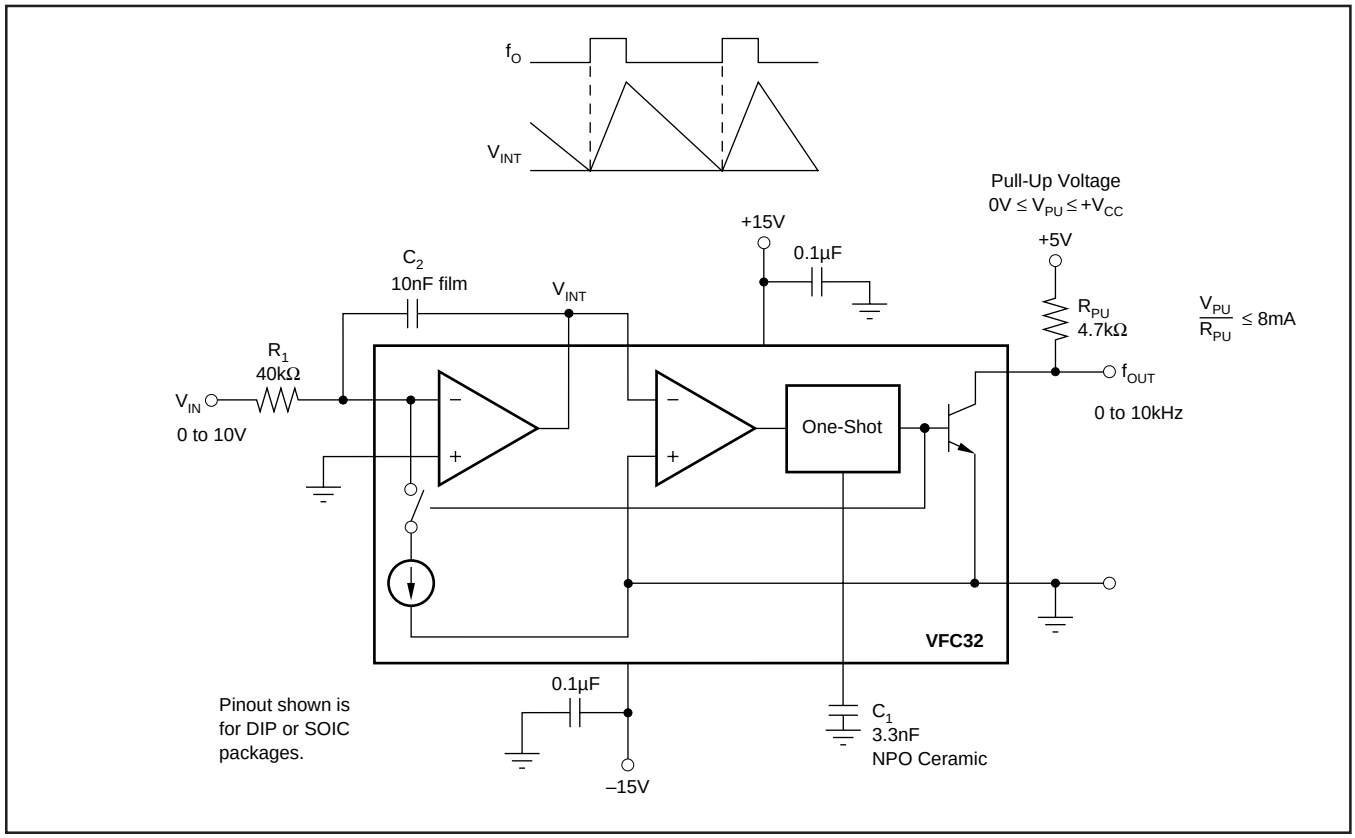
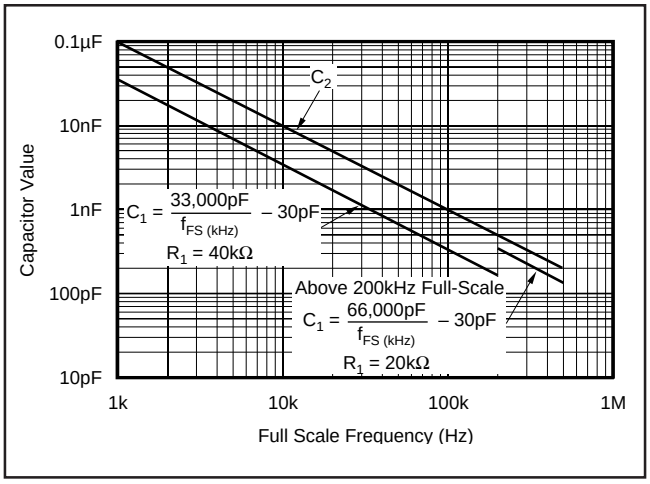
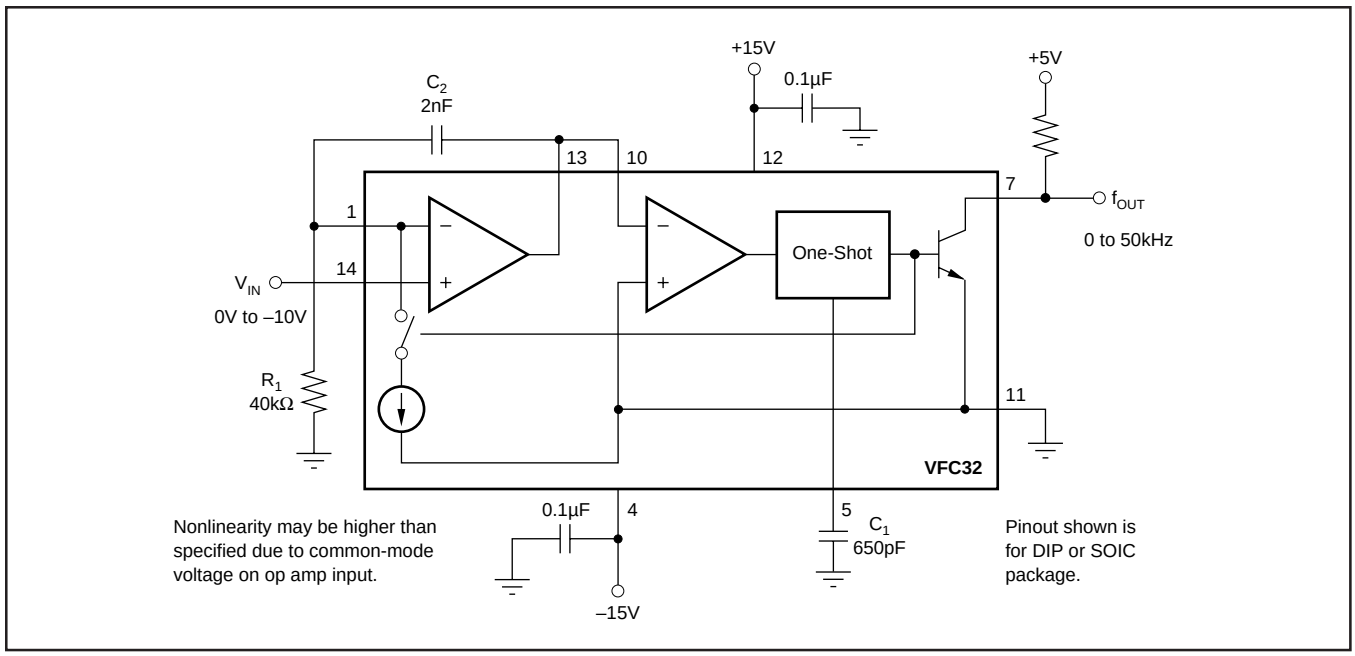

FIGURE 1. Voltage-to-Frequency Converter Circuit.
FIGURE 2. Capacitor Value Selection.
FIGURE 5. V/F Converter—Negative Input Voltage.
NOTES: (1) A 25% duty cycle (0.25mA input current) is recommended for best linearity. (2) Adjustable to zero. See Offset and Gain Adjustment section. (3) Linearity error is specified at any operating frequency from the straight line intersecting 90% of full scale frequency and 0.1% of full scale frequency. See Discussion of Specifications section. Above 200kHz, it is recommended all grades be operated below +85°C. (4) ±0.015% of FSR for negative inputs shown in Figure 5. Positive inputs are shown in Figure 1. (5) FSR = Full Scale Range (corresponds to full scale frequency and full scale input voltage). (6) Exclusive of external components' drift. (7) Positive drift is defined to be increasing frequency with increasing temperature. (8) For operations above 200kHz up to 500kHz, see Discussion of Specifications and Installation and Operation sections. (9) One pulse of new frequency plus 1µs.
Figure 1 shows the basic connection diagram for frequency-to-voltage conversion. R_1 sets the input voltage range. For a 10V full-scale input, a 40kΩ input resistor is recommended. Other input voltage ranges can be achieved by changing the value of R_1.
The full-scale output frequency is determined by C_1. Values shown in Figure 1 are for a full-scale output frequency of 10kHz. Values for other full-scale frequencies can be read from Figure 2. Any variation in C_1—tolerance, temperature drift, aging—directly affect the output frequency. Ceramic NPO or silver-mica types are a good choice.
For full-scale frequencies above 200kHz, use larger capacitor values as indicated in Figure 2, with R_1 = 20kΩ.
The value of the integrating capacitor, C_2, does not directly influence the output frequency, but its value must be chosen within certain bounds. Values chosen from Figure 2 produce approximately 2.5Vp-p integrator voltage waveform. If C_2's value is made too low, the integrator output voltage can exceed its linear output swing, resulting in a nonlinear response. Using C_2 values larger than shown in Figure 2 is acceptable.
The value of C_1 is chosen from Figure 2 according to the full-scale input frequency. C_2 smooths the output voltage waveform. Larger values of C_2 reduce the ripple in the output voltage. Smaller values of C_2 allow the output voltage to settle faster in response to a change in input frequency. Resistor R_1 can be trimmed to achieve the desired output voltage at the full-scale input frequency.